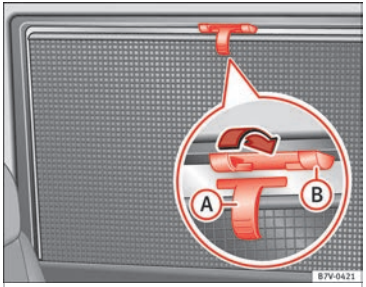

Fig. 64 On the rear right-hand window: sun blind
- Pull the sun blind by the handle ››› Fig. 64 (A) up to the top.
- Hook both rings of the fastening rod in the spaces provided (B). Check that the sun blind is securely hooked into the spaces provided when it has been lowered (B).